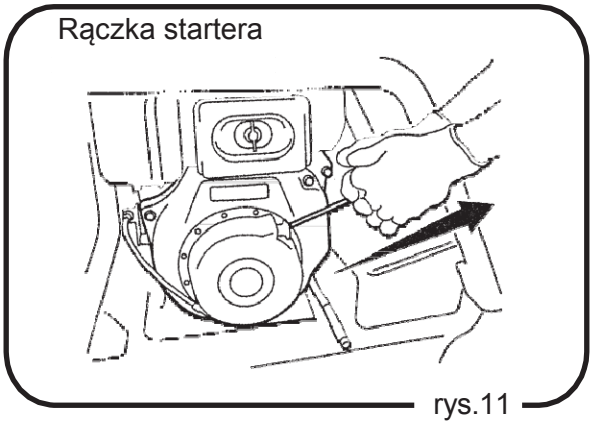

rys.11
c. Pociagnij linkę energicznie aby uruchomić silnik. (rys. 11)